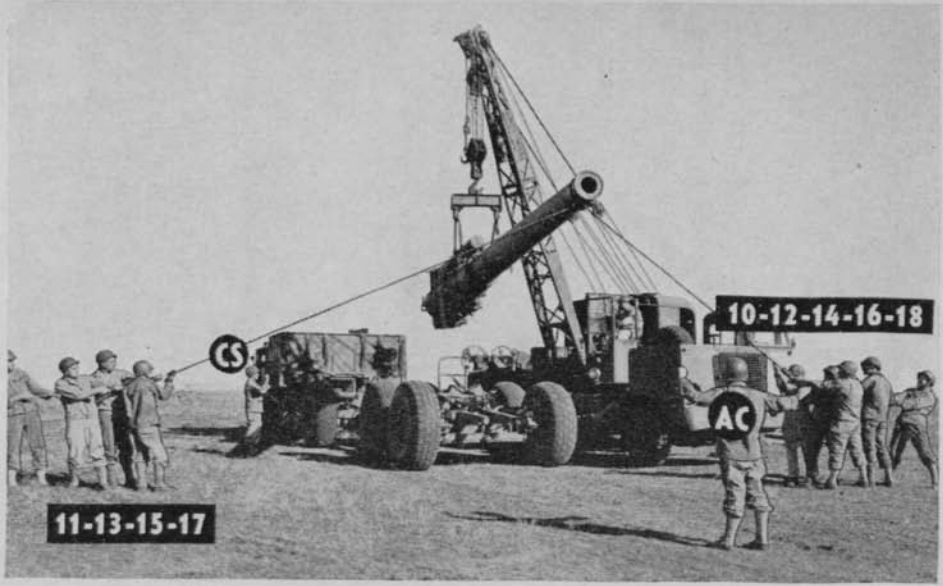

Figure 27. Raising howitzer from transport wagon.
a. Description of operation. (1) The main hook of the crane, with lifting sling attached, is fastened to the cradle.
(2) With cannoneers maneuvering the load by use of the guide ropes, the howitzer and cradle are lifted from the wagon, swung around, and slowly lowered into place in the false cradle. (See figs. 27 and 28.)